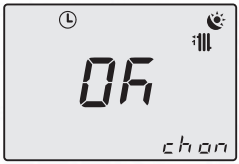

Fig. 2.22
Press key 19 briefly to save (Fig. 2.22).